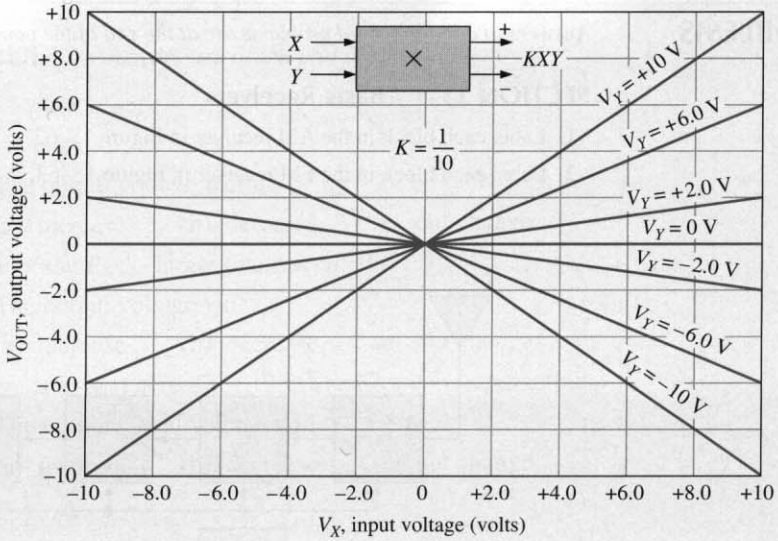

FIGURE 13–64
7. How much pin 3 current is there for the multiplier in Figure 13–65? The potentiometer is set at 2.8 kΩ.